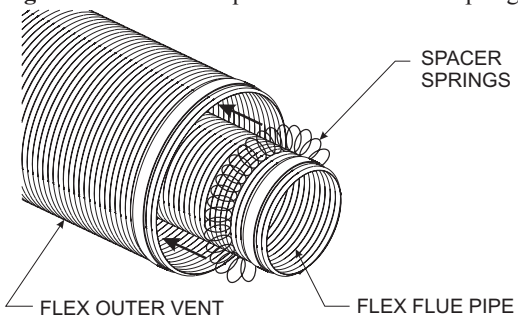
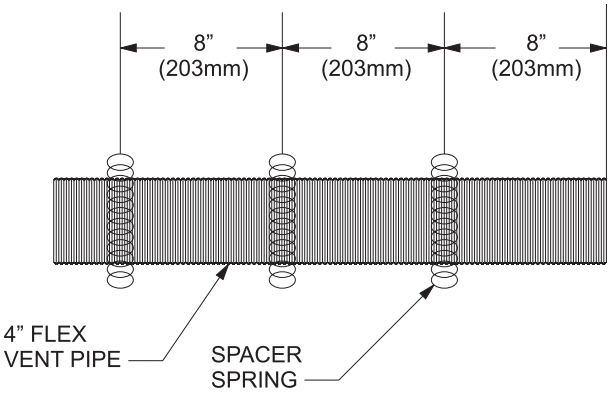

**Figure 55**
**Figure 56**
2. Check to see that the vent spacer springs are located around the flue vent at 8" and 12" intervals along its length. **See Figure 55.** If not, stretch the spacer springs to about 15" long and wrap them around the flue, then interlock the ends of each spring about 2". **See Figure 56.** Maintain equal distance between spring spacers.
4. Install the Wall Firestop/Thimble assembly as required through the wall. Refer to the venting charts in the fireplace manual to determine the proper height and size of the vent opening. The minimum opening should be 10" wide by 12" high. The minimum combustible clearance from the horizontal vent is 1" from sides and bottom, and 3" above the vent pipe. **See Figure 56.**